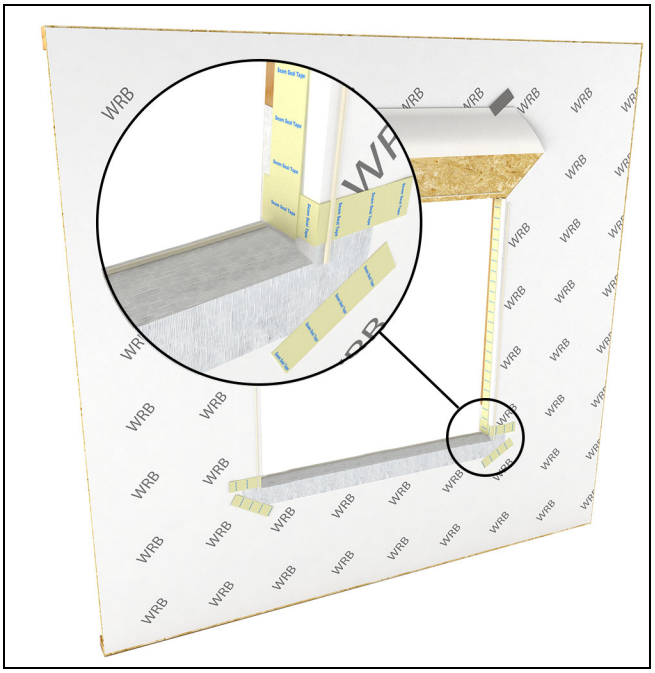

Figure 9
7. Apply seam seal tape over the corners. Place plastic or composite shims at the ends and in the middle of the RO to counter the slope of the sill wedge and support the unit. Fasten with adhesive or finish nails. If using finish nails, place adhesive under shim where the nail will penetrate. See Figure 9.